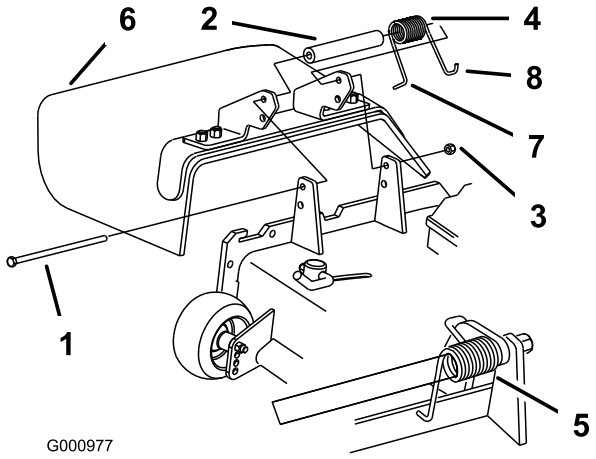

Figur 89
1. Fjern låsemutteren, bolten, fjæren og avstandsstykket som holder avlederen festet til svingbrakettene (Figur 89). Fjern den skadde eller slitte gressavlederen.
Merk: Påse at **L**-enden av fjæren er montert bak enhetskanten før du monterer bolten som vist i Figur 89.
3. Monter bolt og mutter. Plasser **J**-krokenden av fjæren rundt gressavlederen (Figur 89).